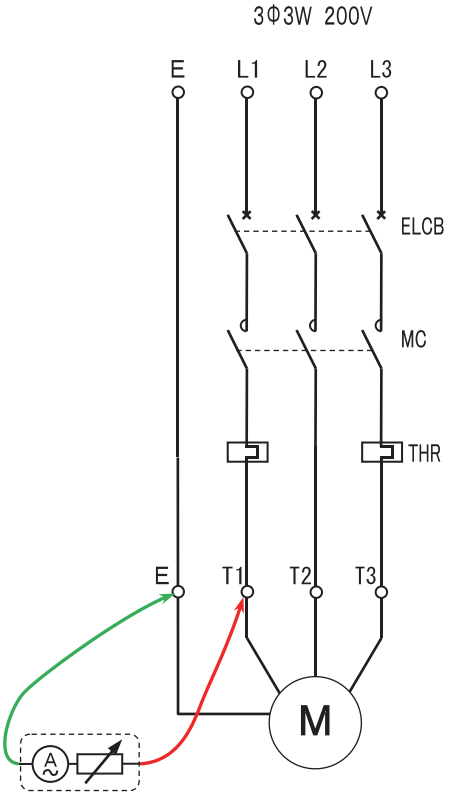

図5　展開接続図
①図5の三相誘導電動機の直入れ始動回路を準備する。（下図は操作回路を省略している）